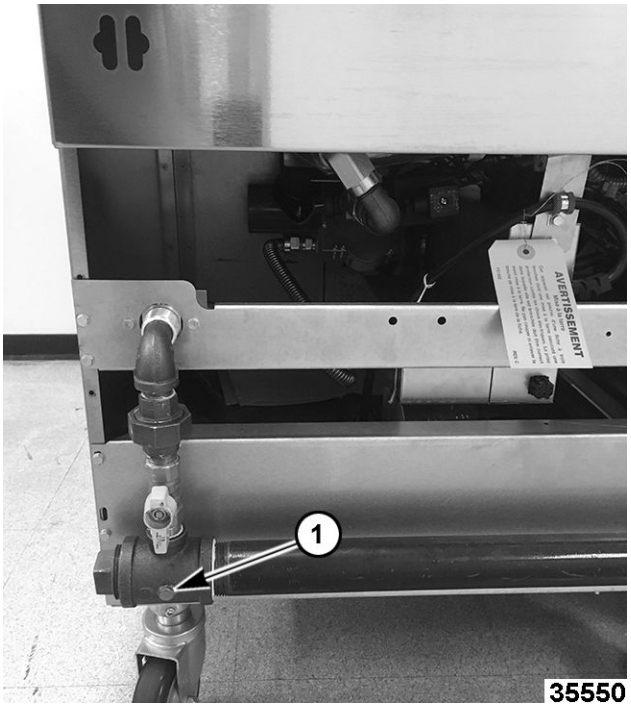

Fig. 60
3. Remove 1/8" NPT plug (Fig. 60,1) in manifold tee on the far right.